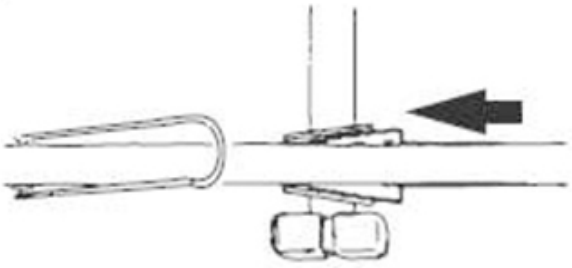

FIG. 6
- Install the two cross brackets on the horizontal support using their respective housings (Fig. 6).